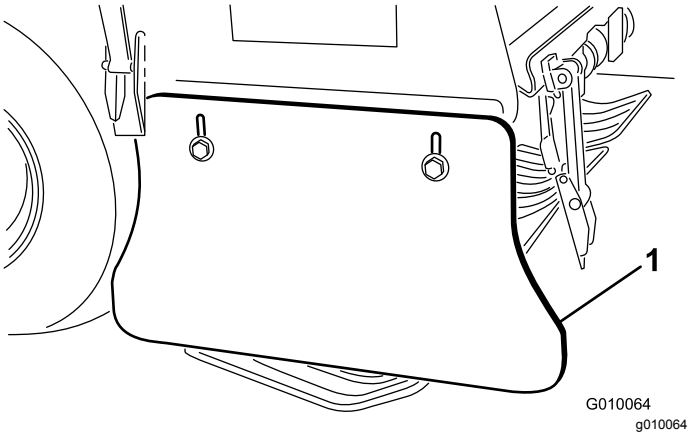

Figuur 63
2. Draai de bouten en moeren los waarmee het zijscherm is bevestigd aan het frame (Figuur 63).